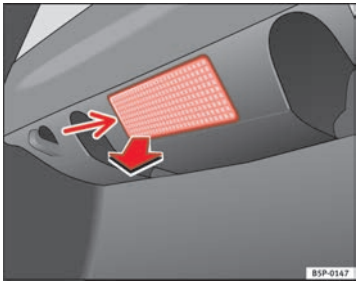

Fig. 197 Luggage compartment light
- Remove the bulb by pressing on the inside edge of this -arrow- using the flat side of a screwdriver ⇒ fig. 197.